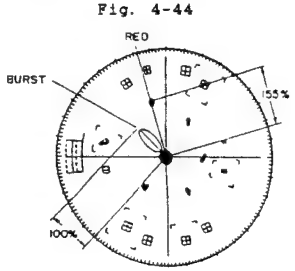

Fig. 4-45
When using a vectorscope (Fig. 4-45)
3) Press the [U] and [D] keys so the red vector is 155% ± 10%. (Fig. 4-45)